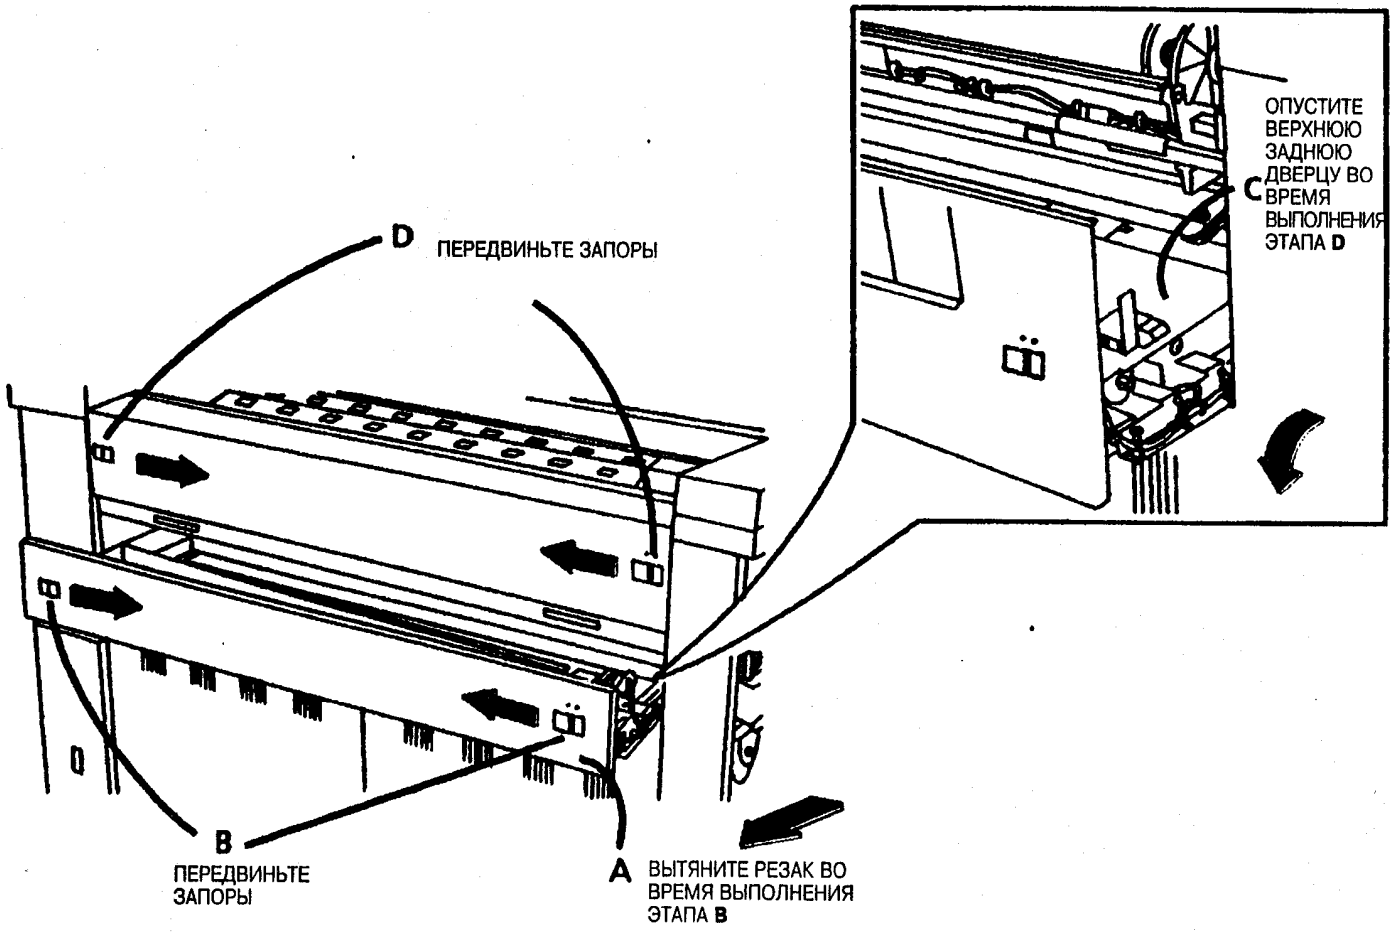

Рис. 4. Подготовьтесь к удалению модуля проявителя
2. (Рис. 4): Подготовьтесь к удалению модуля проявителя.